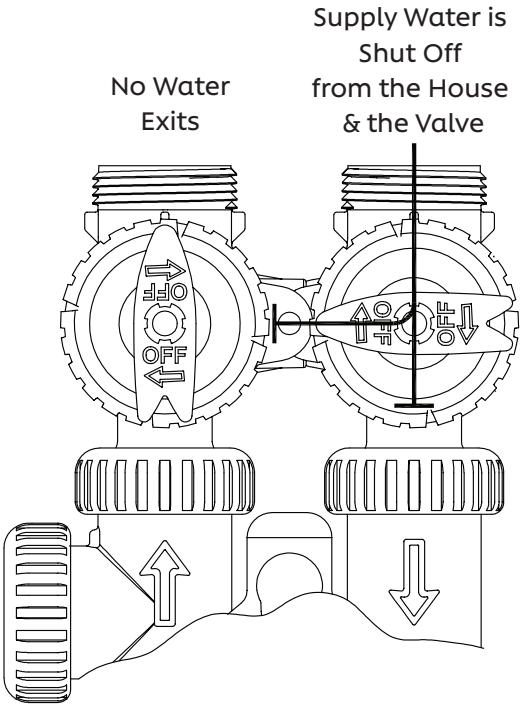

Figure 4
4. **Shut Off Position:** When the inlet handle points to the center of the bypass valve and the outlet handle points in the direction of flow, the water is shut off to the plumbing system. If water is available on the outlet side of the filter, it is an indication of water bypass around the system (i.e. a plumbing connection somewhere in the building bypasses the system). (See Figure 4 on page 5)